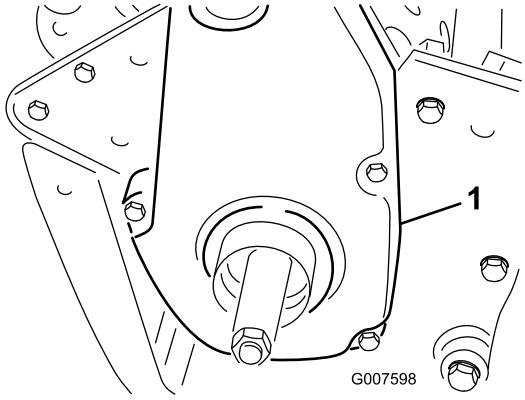

Figuur 37
1. Verwijder de bevestigingen van de drijfriemkap en de drijfriemkap zodat u bij de riem kunt komen (Figuur 37).